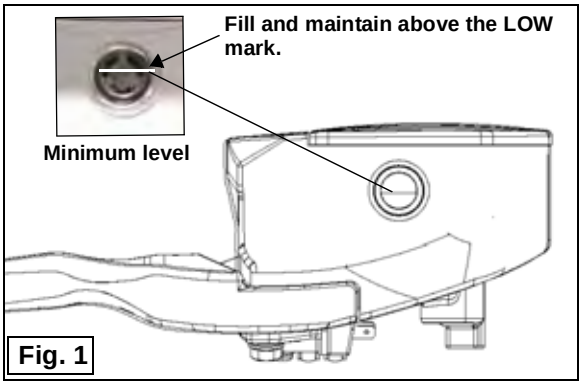

Fig. 1
NOTE: Throughout the following procedure, monitor fluid level in master cylinder reservoir constantly. Do not allow fluid level to fall below minimum level (Fig. 1 and 2).
7. Check level of fluid in reservoir and add if necessary (see Fig.1).